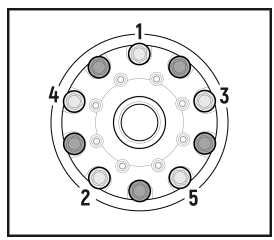
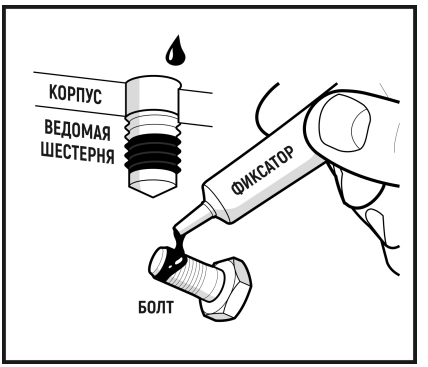

Рис. 19
Рис. 21
- *Нанесите фиксатор резьбы в оставшиеся **пять** резьбовых отверстий шестерни и на резьбу болтов. (**Рис. 21**) Вкрутите эти **пять** болтов и затяните их динамометрическим ключом моментом затяжки, указанным в руководстве по ремонту автомобиля. (**Рис. 19**)*
2.9 Нанесите резьбовой фиксатор на резьбу каждого болта и на резьбовые отверстия шестерни. (**Рис. 21**)